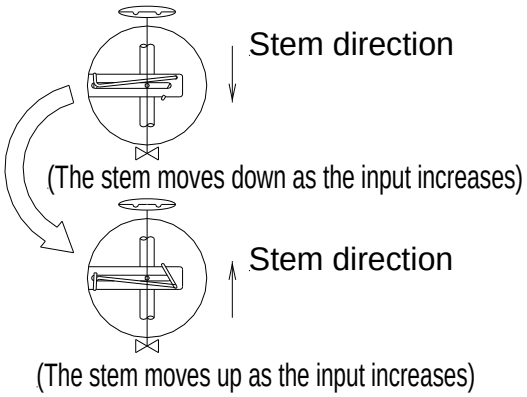

Fig.9 Use position of feedback lever
(3)To move the valve stem downward at the time of input current increase(normal actuation), attach to the position at which the tightening spring comes to the upper side of the connection, as shown in Fig.9.